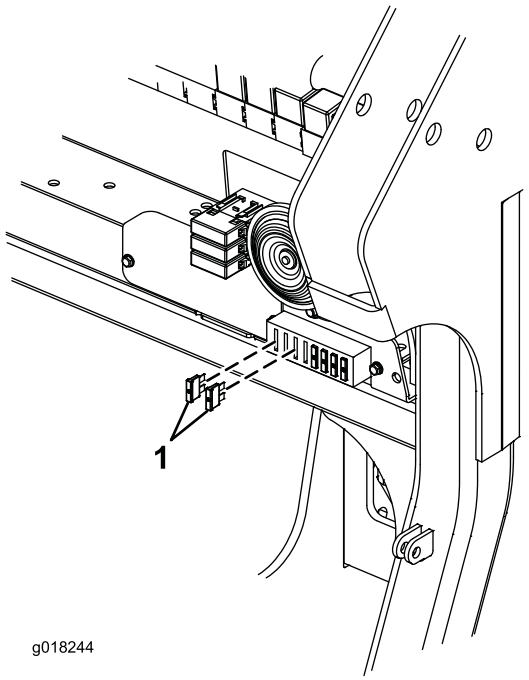

Figur 5
13. Monter (2) sikringer på 15 A i sikringsblokken. Bruk 1. og 3. beholder fra venstre på sikringsblokken (Figur 5).